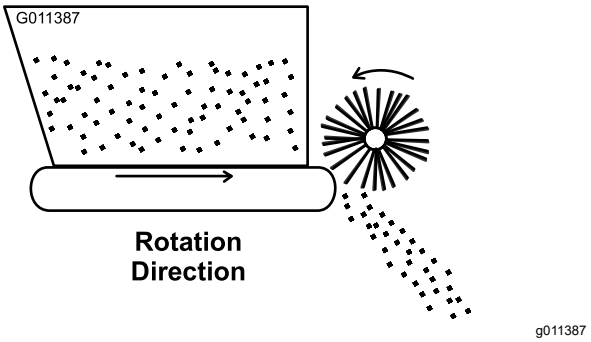

Figuur 19
3. Zet de hendel voor hydraulische afstandsbediening van het voertuig naar de stand DRAAIEN. De riem en borstel dienen te draaien zoals getoond in Figuur 19.